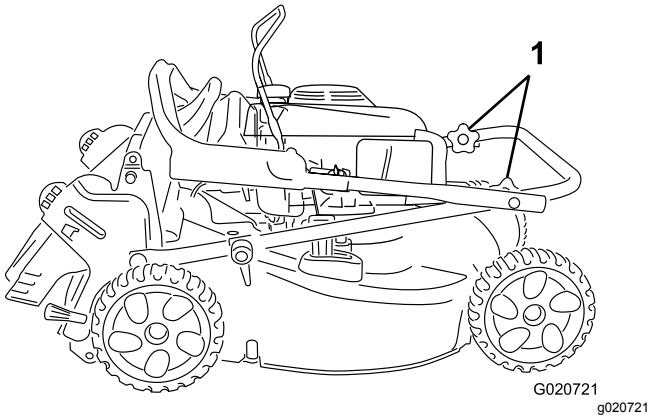

Bild 3
1. Lösen Sie die Griffhandräder (Bild 3).